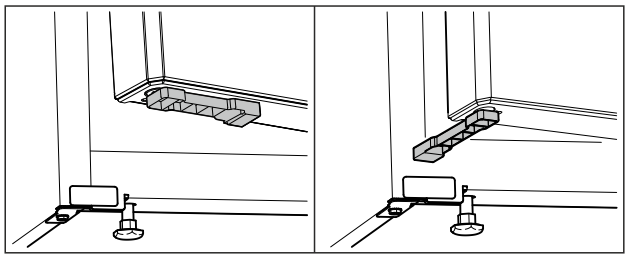

*Fig. 61* *
▶ Turn door spacer by 90°. (see Fig. 61) *